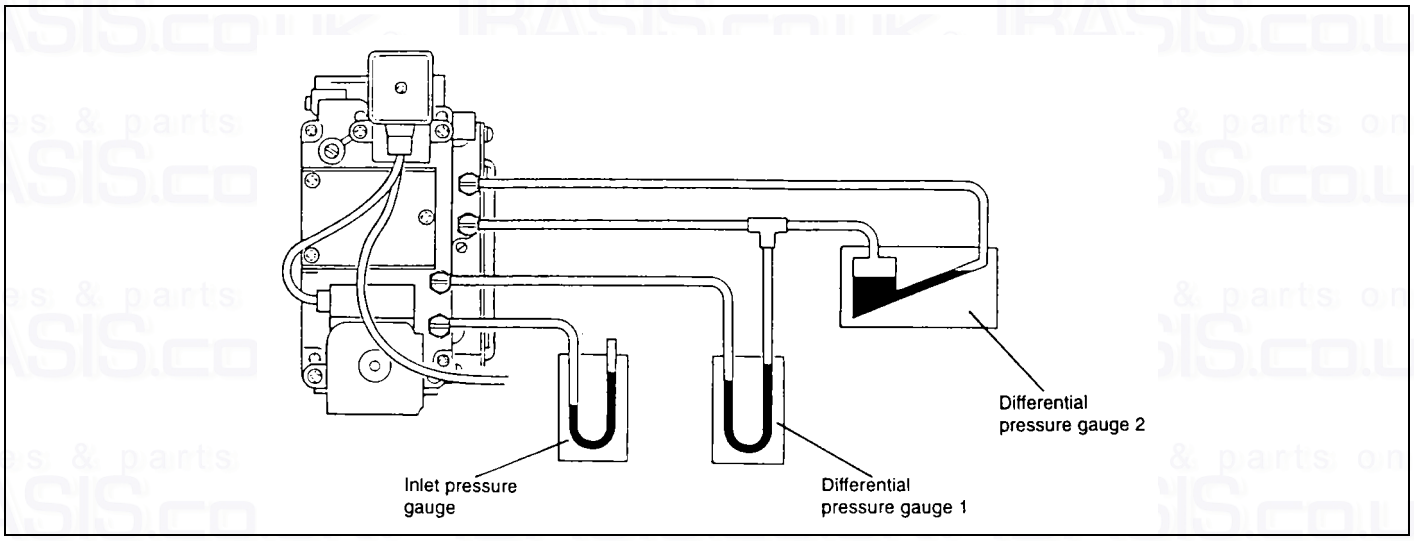

FIG. 24 GAS CONTROL VALVE ADJUSTMENT
1. Turn off the gas service cock. Fit a pressure gauge to the gas inlet pressure tapping on the gas control valve. Connect a differential pressure gauge or “U” tube manometer between the burner pressure tapping (high pressure side) and the reference pressure tapping (low pressure side) on the gas valve (See FIG. 24).
3. Sufficient flexible tube and “T” piece connector to enable these instruments to be connected to the gas valve in the arrangement shown in FIG. 24.
1. Remove sealing screws and connect the two differential pressure gauges to the gas valve as shown in Fig. 24 and remove the adjustment screw sealing cap.